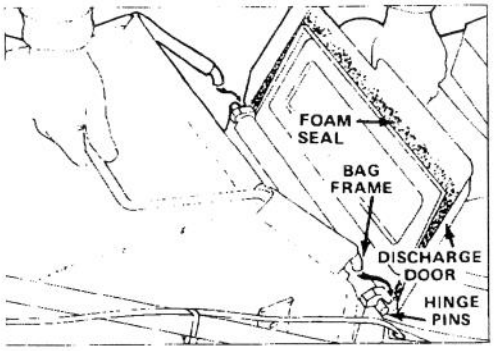

Figure 11
2. INSTALLING BAG – Raise discharge door and hook bag frame onto hinge pins (Fig. 11). Allow bag to rest on mower housing over discharge opening. Close door and make sure it seals around top of bag opening.